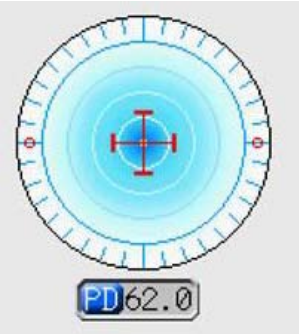

Figure OP-15 PD Measurement Target
3. Position the right lens. The center of the Measurement Screen displays a red cross on a blue target. As you move your lens on the Lens Stand, the blue cross will move around the target. Your objective is to place the blue cross on the center of the target. As the Nosepiece Slide moves with your lens, the PD measurements will change on the screen. Refer to Figure OP-15.